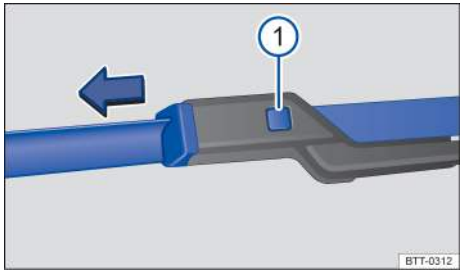

Fig. 154 Changing the windshield wiper blades.
— With one hand, press and hold the release button → fig. 154 ①.